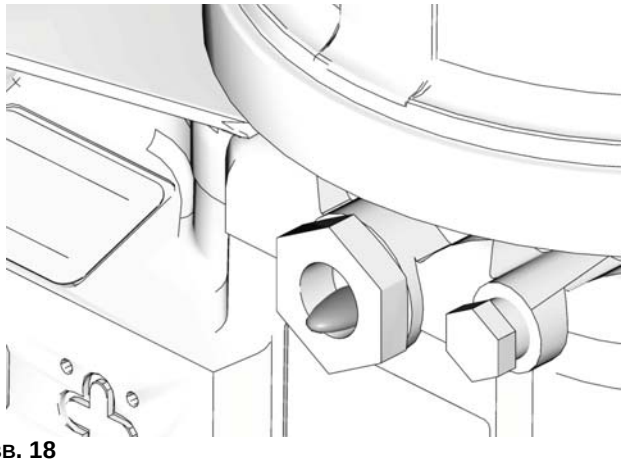

ABB. 18
2. Betätigen Sie die Pumpe nur so lange, bis keine Luft mehr in dem aus der Verschraubung austretenden Schmierfett enthalten ist (ABB. 18).